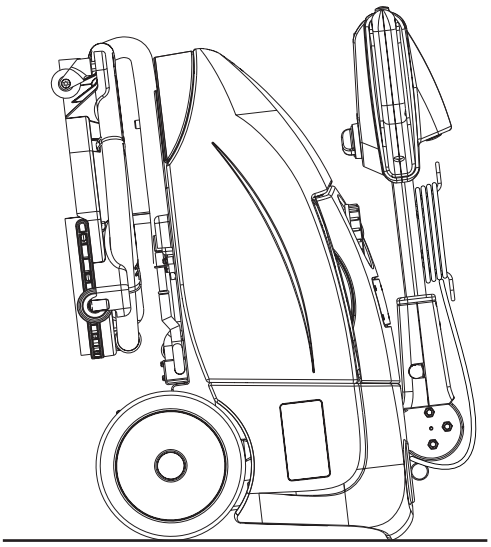

Figura 4
2. Aprire il coperchio (4) e scollegare il connettore della batteria (7).
4. Per una migliore salvaguardia della spazzola e delle gomme tergitore piegare il manubrio (2) in avanti e riporre la macchina come rappresentato in figura 4.